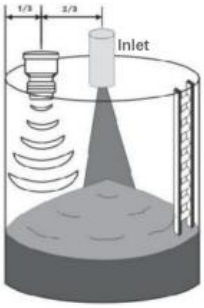

Figure 5
7.1.5 In solids measurement the probe needs to be typically mounted 1/3 of the way from the side wall to the center inlet. This will form a cone when the material accumulates. The probe mounting position shown in Figures 5 and 6 will give an average level reading, which is the height of the level when the material is stacked flat. This is true for conical piles or concave pile surfaces that occur during discharge. The average level measured in this installation is only correct for cylindrical vessels with the inlet at the centerline of the vessel. For other shapes of vessels or where the inlet is not in the middle, the probe should be installed according to the user's requirements and should comply with the aforementioned requirements.